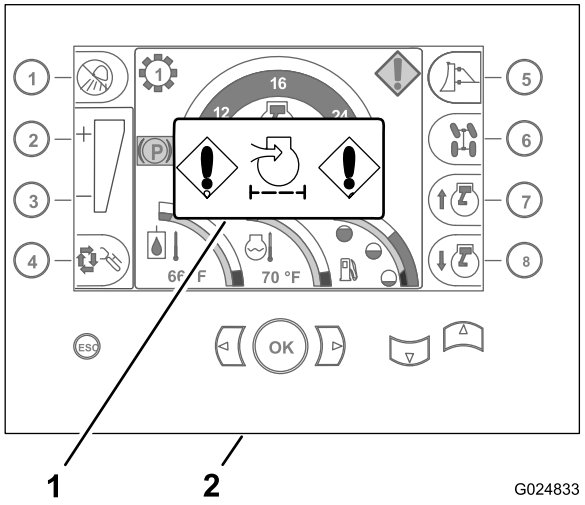

Figura 28
2. Controllate se l'indicatore filtro dell'aria ostruito è visualizzato nella schermata Home del centro di comando (Figura 28).